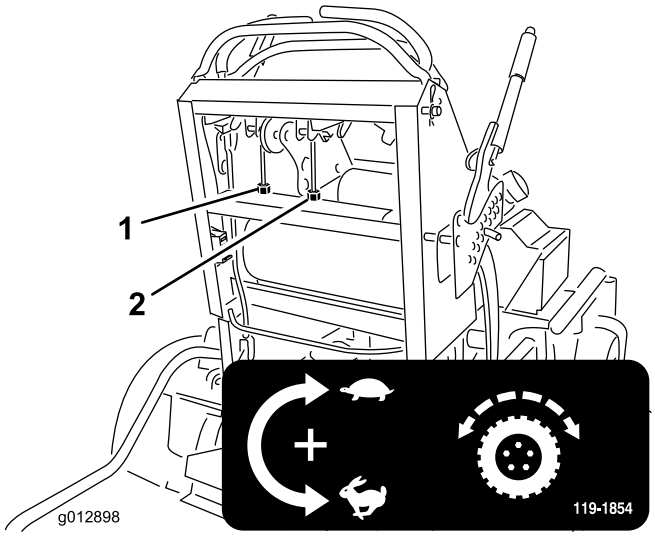

Figura 56
4. Rode o ajuste do cabo direito para posicionar o controlo de movimento direito na ranhura de bloqueio neutra do centro do painel de controlo. Em seguida, rode o ajuste do cabo em incrementos de um quarto de volta até que a máquina se desloque a direito (Figura 56).